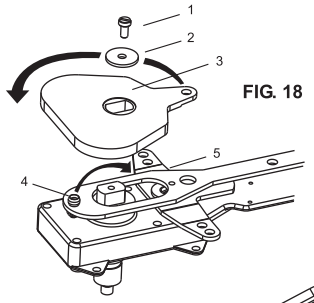
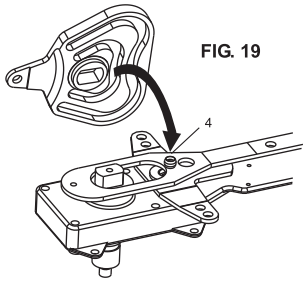

FIG. 18
FIG. 19
E - Recoloque o came, invertendo a sua posição original (da FIG. 18 para a FIG. 19) e cuidando que o rolete (4) encaixe na canaleta que foi lubrificada.